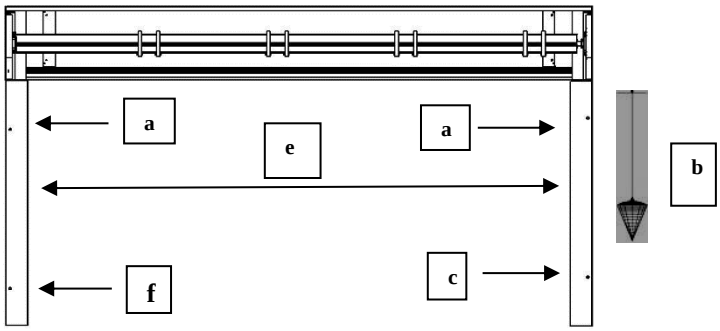

Figure 1
a. Percer les fixations du haut sur les coulisses de gauche et de droite, les fixer et les caler si besoin (*Figure1*)
b. Vérifier l'aplomb latéral de la coulisse de droite (*Figure 1*) et le repérer par traçage
e. Vérifier le parallélisme des coulisses (*Figure 1*) et le repérer par traçage